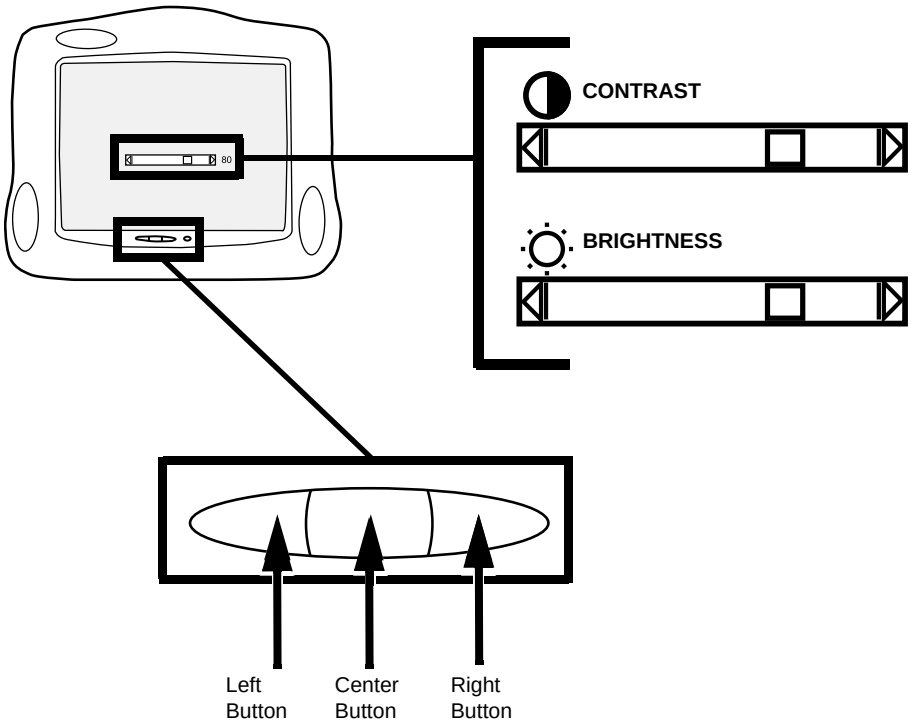

Figure 6-1 Adjust Contrast and Brightness
1.) Press Left button on the display monitor once (see *Figure 6-1 "Adjust Contrast and Brightness" on page 6-5*).
The amount of contrast is shown on a slider on the screen (see *Figure 6-1 "Adjust Contrast and Brightness" on page 6-5*).
1.) Press the Left button on the display monitor twice (see *Figure 6-1 "Adjust Contrast and Brightness" on page 6-5*).
The amount of brightness is shown on a slider on the screen (see *Figure 6-1 "Adjust Contrast and Brightness" on page 6-5*).